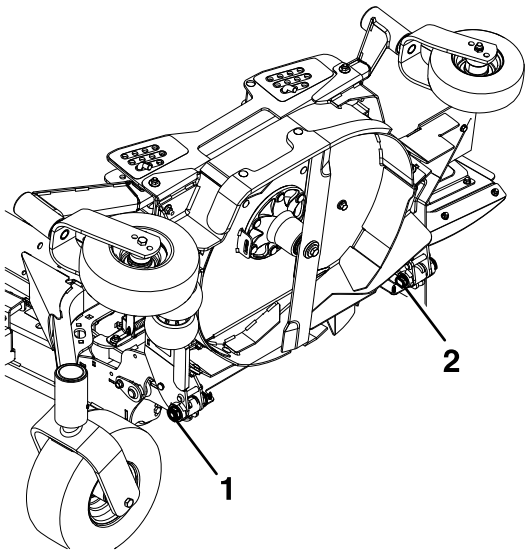

Figure 31
17. Remove and retain the lower pivot point bolts (reference Figure 31 and Figure 34).